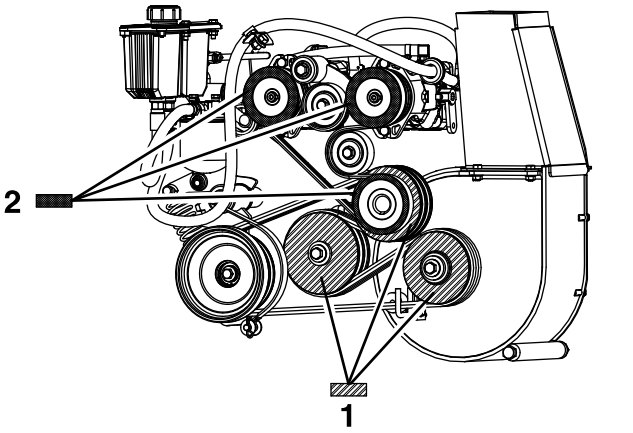

Figure 37
9. Measuring from the blower pulley as a baseline, move the engine and jackshaft until the rear surface of all three pulleys are aligned within 1/32 inch to 1/16 inch (0.8-1.6 mm). Use a straight edge to align all three surfaces (see Figure 37).
3. Using a straight edge, align each pump pulley with the engine pulley by sliding along the pump shaft (see Figure 37).